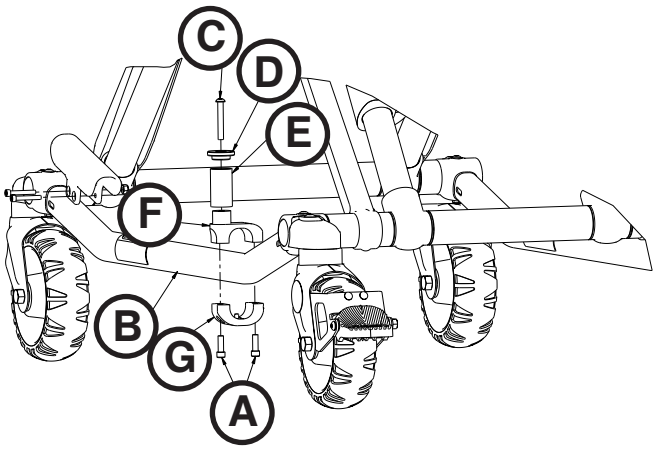

Figure 72
3. Using a T30 Torx driver, remove the two socket head cap screws (A) that secure the current cot retaining post to the base tube (B) (Figure 72). Discard the screws and cot retaining post.
4. Insert the button head cap screw (C) through the retaining post cap (D) and post tube (E), and then into the top pin bracket (F) (Figure 72).
5. Using a 5/32” hex wrench, tighten the button head cap screw (C) completely to secure the retaining post cap (D) and post tube (E) to the top pin bracket (F) (Figure 72). Using a torque wrench, torque the screw to 100-140 in-lb.
6. Assemble the cot retaining post across the base tube. Align the holes of the brackets and insert two socket head cap screws (A) into the threaded holes of the bottom pin bracket (G) (Figure 72).